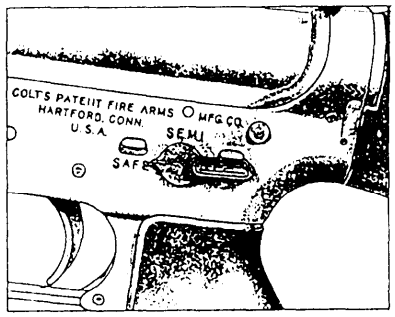

Figure 8-18.-Selector lever pointing to SAFE.
1. Attempt to point the selector lever toward SAFE, the position shown in figure 8-18. If the weapon is not cocked, the selector lever cannot be pointed toward SAFE. If this is the case, do not cock the weapon at this time; instead, go on to the next step in clearing.